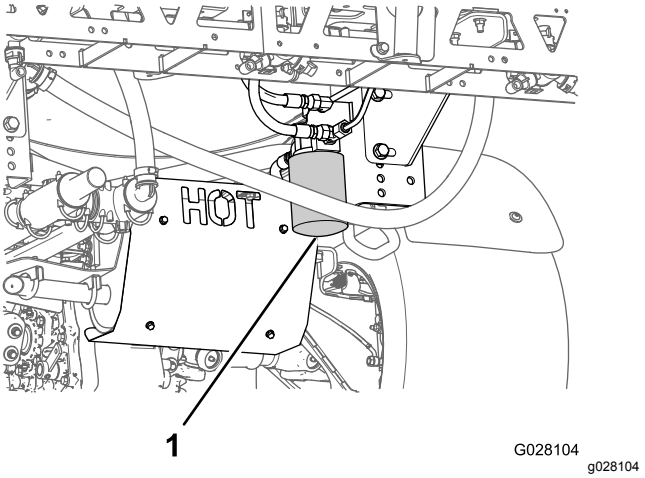

**Figuur 55**
4. Verwijder het filter (Figuur 55).